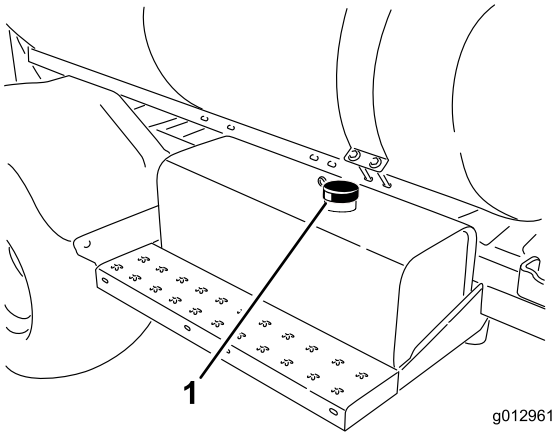

Figure 56
3. Clean the area around the hydraulic oil tank cap and remove it (Figure 56).